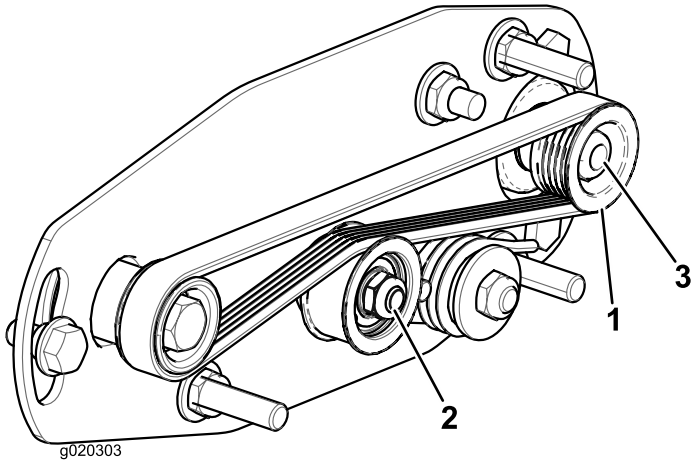
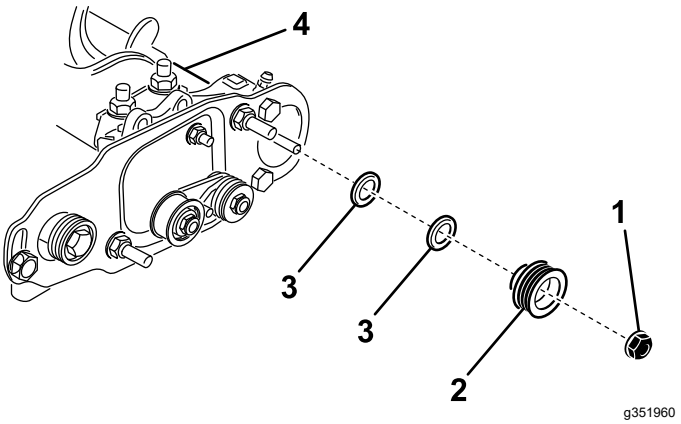

Figur 24
Figur 25
Bemærk: Den drevne remskive (ved rullebørsteakslen) kan bevæge sig ind eller ud (Figur 24).
2. Drej den knivcylinder, der roterer drivremskiven, og lirk remmen af drivremskiven (Figur 24)
3. Fjern den låsemøtrik, der fastgør den drevne remskive til børsteakslen (Figur 24 eller Figur 25).
4. Fjern den drevne remskive fra akslen (Figur 25).
5. Hvis remskiven skal bevæge sig ud, tilføjes en spændeskive på 0,8 mm i tykkelse (Figur 25).